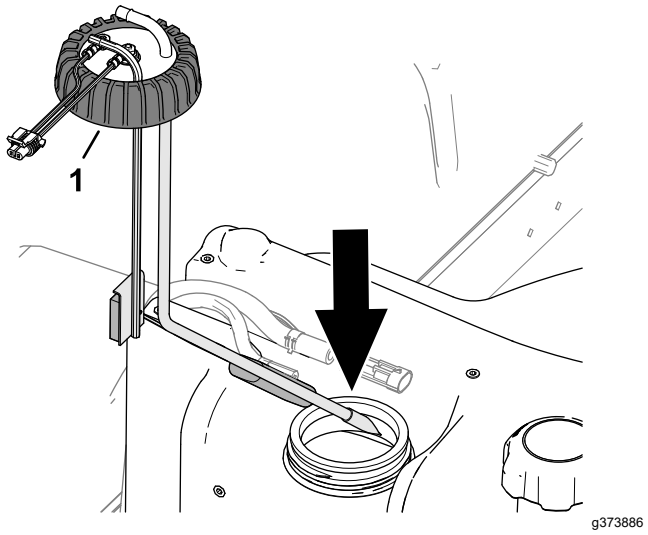

Figure 87
2. Carefully assemble the fuel pick-up tube and float into the fuel tank (Figure 87).